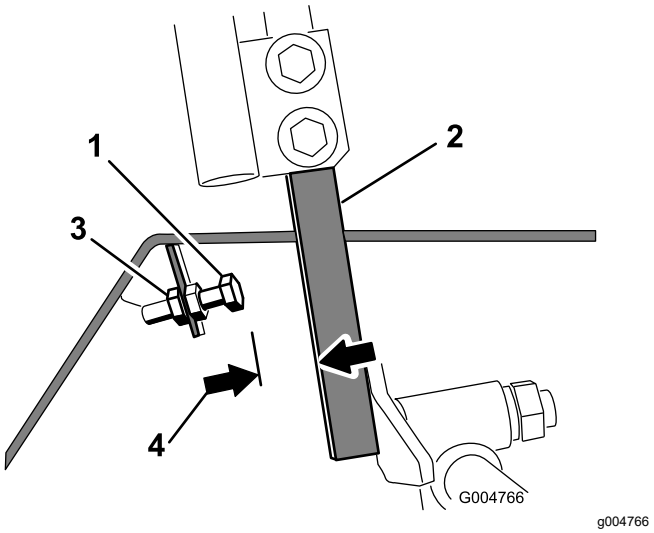

Figur 54
4. Løsn kontramøtrikken på stopbolten for et bevægelseshåndtag (Figur 54).